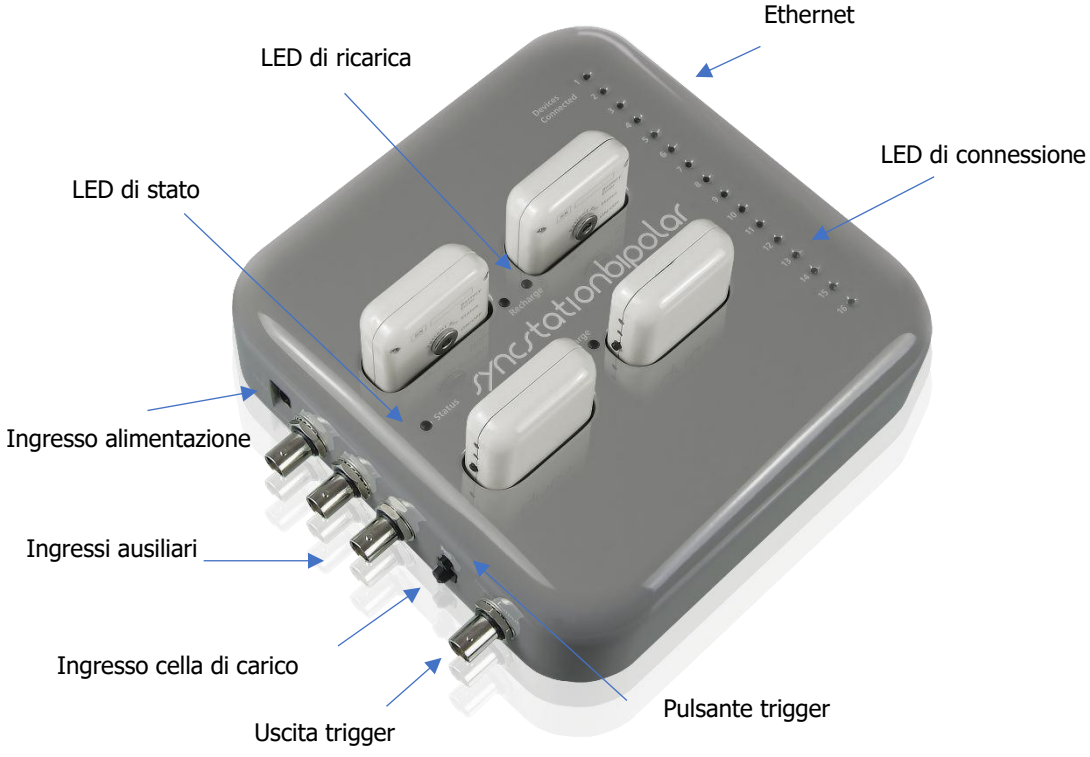

FIG. 7.2: SSB: controlli, connettori e indicatori.
Il sistema Due+Pro è dotato di una base di ricarica e sincronizzazione chiamata SSB, riportata in Figura 7.2, questa è in grado di ricaricare fino a 8 sonde Due+ simultaneamente. A fianco dell'alloggiamento dedicato ad ogni sonda Due+, sulla SSB, vi è un LED (vedi Fig. 7.2) che indica lo stato di ricarica della rispettiva sonda. La base SSB, oltre a costituire la piattaforma di ricarica delle singole sonde, svolge le seguenti funzioni:
- Generazione segnale di trigger, mediante pressione del pulsante dedicato (vedi Fig. 7.2)
- Uscita trigger tramite BNC-OUT (vedi Fig. 7.2)
Sulla SSB sono presenti (con riferimento alla Fig. 7.2): 6 connettori posizionati sul lato sinistro, 1 connettore posizionato sul lato destro e 8 connettori posizionati sul lato superiore: